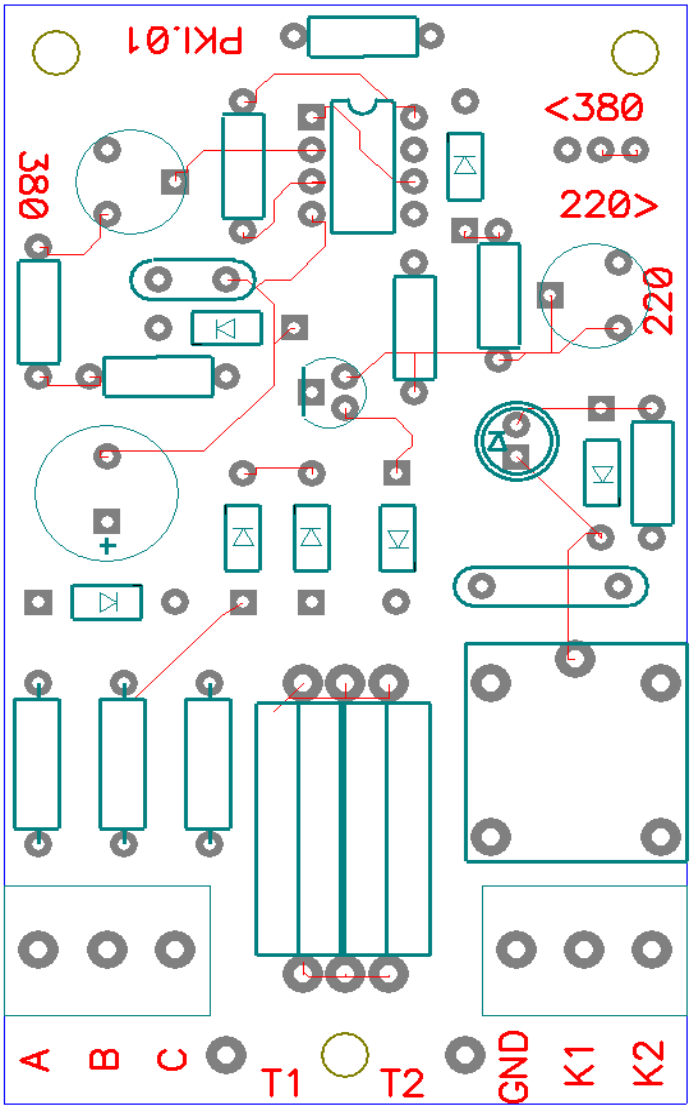
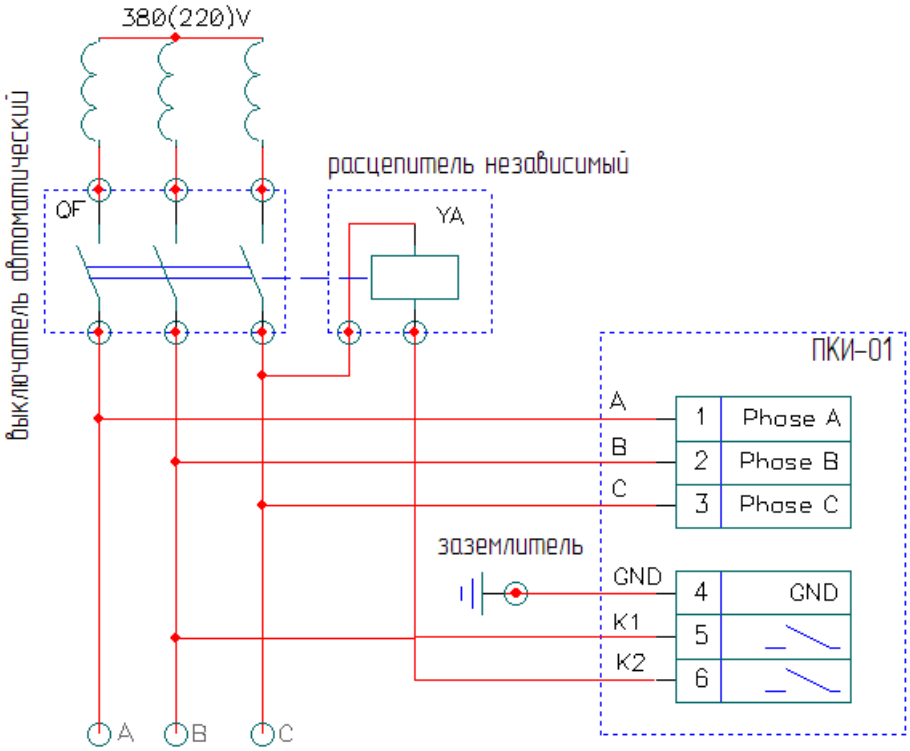

Рис.2. Расположение элементов на плате.
Рис.4. Схема подключения устройства.
Схема устройства собрана на одной плате. Расположение элементов на плате показано на рис.2.
Выбор рабочего напряжения устройства определяется расположением джампера (1) на плате. Замыкание двух левых штырьков (согласно рис.2) соответствует напряжению 380В, правых – 220 В.
Схема внешних подключений для электрического монтажа устройства УКИ осуществляется согласно рис.4.
Устройство поставляется в настроенном для обоих рабочих напряжений состоянии и может сразу использоваться в сети с номинальным напряжением 380 В. Для работы в сети с линейным напряжением 220 В достаточно переставить перемычку (джампер) (1 на рис.2) на два правых штырька. Чтобы использовать устройство в сети 380В джампер следует вернуть на два левых (по рис.2) штырька. Соответствующие подсказывающие надписи нанесены на плату рядом с джампером.
В случае необходимости повторной настройки устройства (например, после ремонта) следует собрать схему согласно рис. 4. Автоматический размыкатель QF при настройке не требуется (зажимы К1 и К2 на УКИ не подключаются). На зажимы А, В и С подается напряжение номинального уровня. Положение перемычки на джампере (1 на рис.2) должно соответствовать номинальному напряжению. Далее между любой из фаз и «землей» подключается резистор сопротивлением 10 кОм и мощностью не менее 10Вт. С помощью соответствующих подстроечных сопротивлений (4 для напряжения 220В и 5 для напряжения 380В на рис.2) добиваются срабатывания реле на плате УКИ. Срабатывание реле определяют по звуку (щелчки).